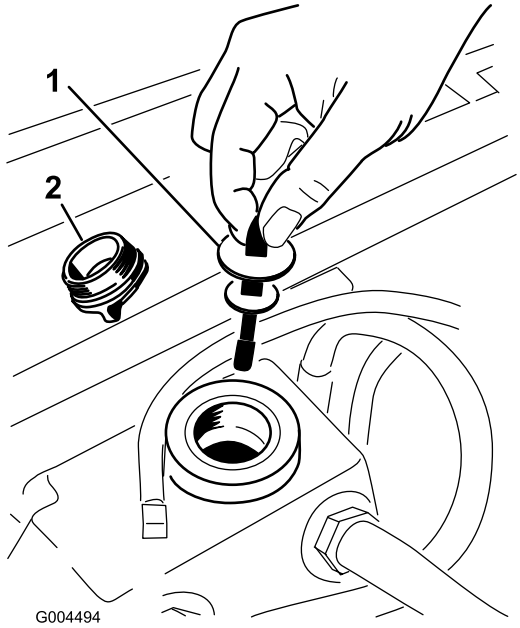

**Figur 63**
5. Afmonter hydraulikpåfyldningsdækslet (Figur 63) fra påfyldningsstudsen.
6. Fjern målepinden, og aftør den med en ren klud (Figur 63).
7. Indfør målepinden i påfyldningsstudsen, tag den op igen, og kontroller væskestanden (Figur 63).